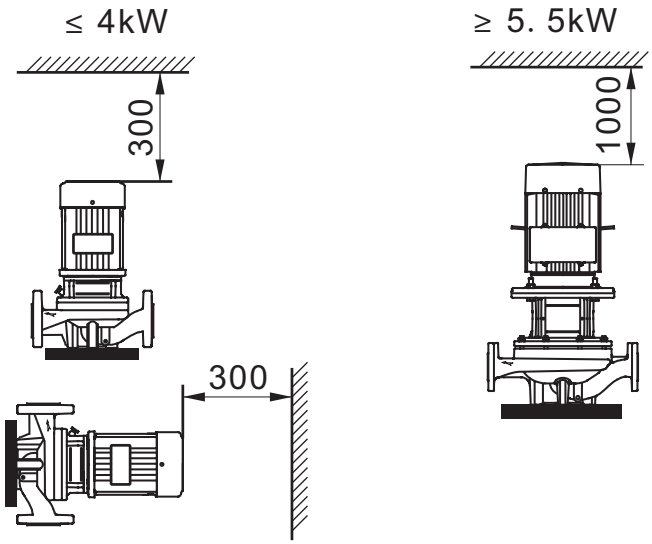

Рис. 2
- 1000мм при мощности электродвигателя от 5,5кВт (рис. 2)